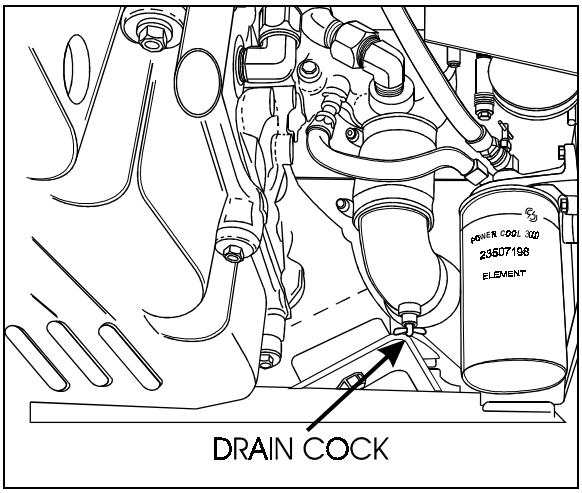

FIGURE 8: **UNDERNEATH ENGINE** 05060
3. Open the water pump housing inlet line drain cock (Fig. 8).